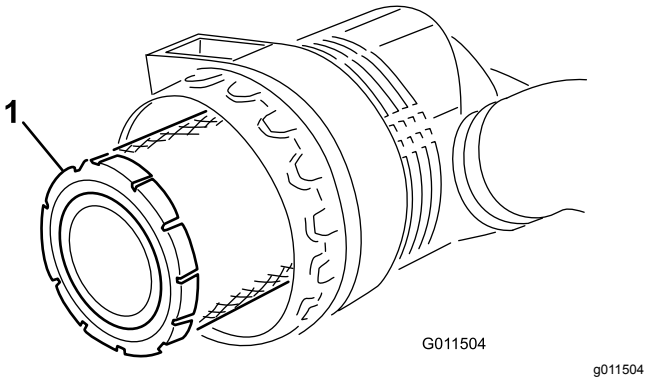

Figur 72
3. Ta bort huvudfiltret (Figur 72). Vi rekommenderar inte att du rengör det använda filtret eftersom det då finns risk för att filtret skadas. Undersök om
4. Sätt tillbaka huvudfiltret (Figur 72).